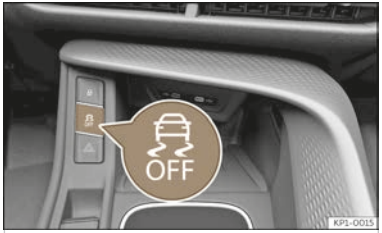

Fig. 122 On the lower part of the centre console: ESC on/off button
- The TCS can be switched on and off by briefly pressing the button on the centre console ››› **Fig. 122**.
- In Sport mode, the ESC can be switched off and on by briefly pressing the button on the centre console >>> Fig. 122.
- The ESC can be switched on and off by briefly pressing the button on the centre console >>> Fig. 122.